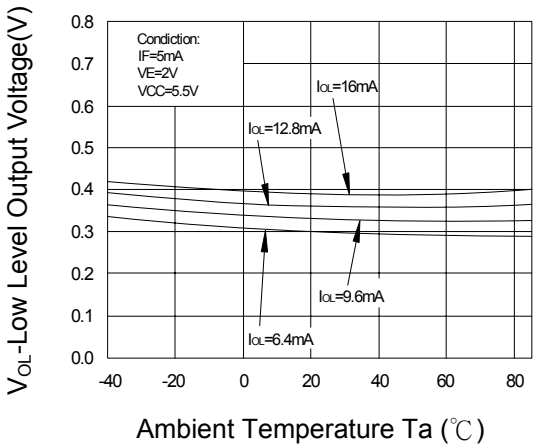

Fig.2 Input Diode Forward Voltage vs. Forward Current
*8 Refer to the Fig. 2.
*9 C_{MH} represents a common mode voltage ignorable rise time ratio that can hold logic (1) state in output.